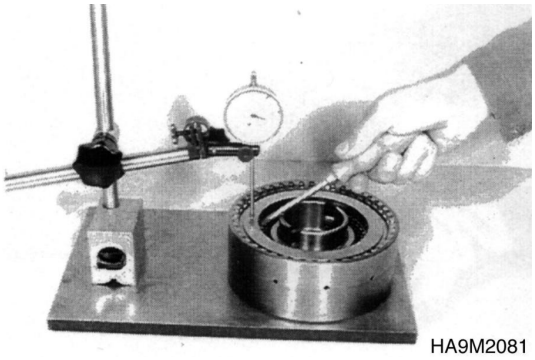

Figure 187
5. Press on the end shim, using screwdriver against retaining ring until contact is obtained (upward) and read plate clearance on the dial indicator (Figure 187).